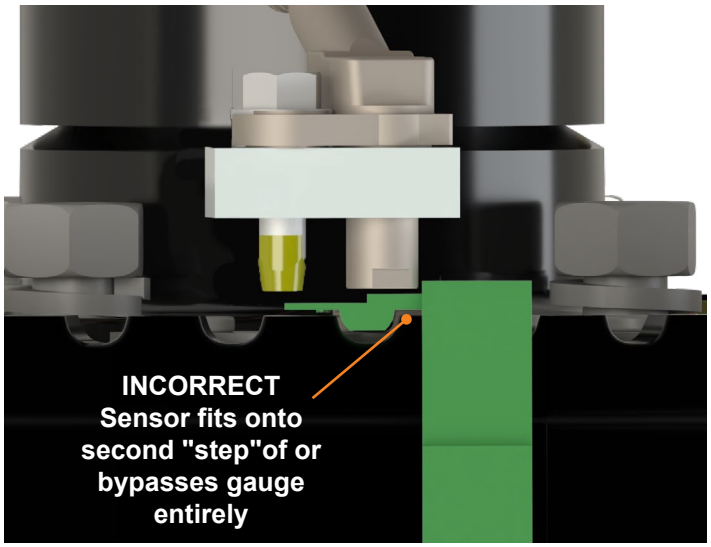

Fig.22
B. If the air gap is **greater** than 1.75mm and/or the sensor fits on top of the second “step” of the gauge/passes over the entire gauge **(Fig. 22)**, remove the sensor and silver shim. Reinstall the sensor onto the back plate, this time using the small black-colored shim. Set the mounting bolt torque to 5 ft-lb.